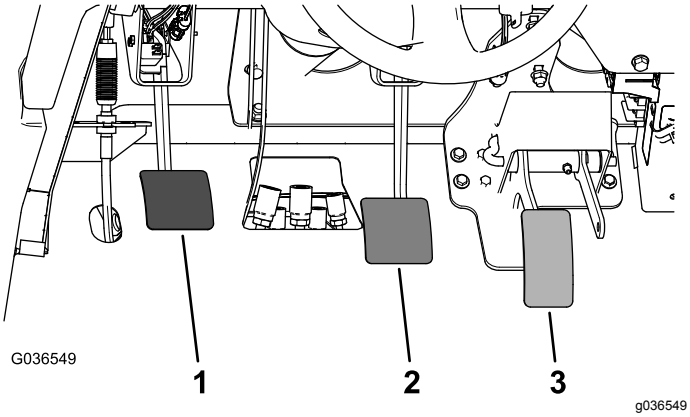

Figuur 66
2. Til het rempedaal omhoog (Figuur 66) totdat dit contact maakt met het frame.
3. Draai de contramoeren los waarmee de gaffel is bevestigd aan de as van de hoofdremcilinder (Figuur 66).